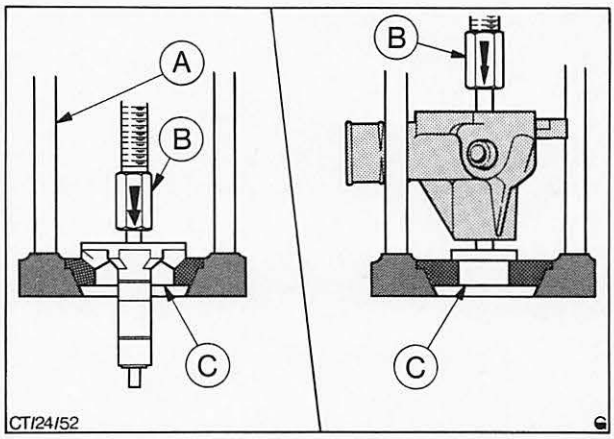

Abb. 75 Schaufelrad ab- und Nabe – Riemenscheibe aufpressen
5. Riemenscheibennabe unter Verwendung des Ringeinsatzes und des Druckstückes, Abb. 75, so weit auf das vordere Pumpenwellenende aufpressen, bis die Welle 1,5 mm aus der Nabe ragt.